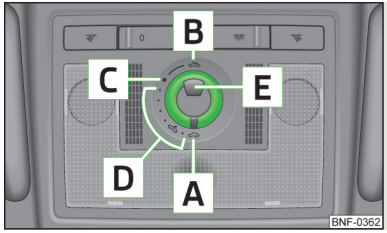

Fig. 21
The power sliding/tilting roof (abbreviated in the following as 'sliding/tilting roof'), can only be operated with the rotary dial » Fig. 21 on page 31 when the ignition is turned on . The control dial has several positions.
- If the battery has been disconnected and reconnected, it is possible that the sliding/tilting roof does not operate correctly. Next, move the rotary switch into position A » Fig. 21 on page 31 , pull the recess firmly downwards and hold forwards firmly. The sliding/tilting roof opens and closes again after around 10 seconds. Do not release the control dial until it has done so.
› Turn the switch to position C » Fig. 21 .
› Turn the switch to a position in area D » Fig. 21 .
› Turn the switch to position B » Fig. 21 and hold it in this position (spring-tensioned position).
› Turn the switch to position A » Fig. 21 .